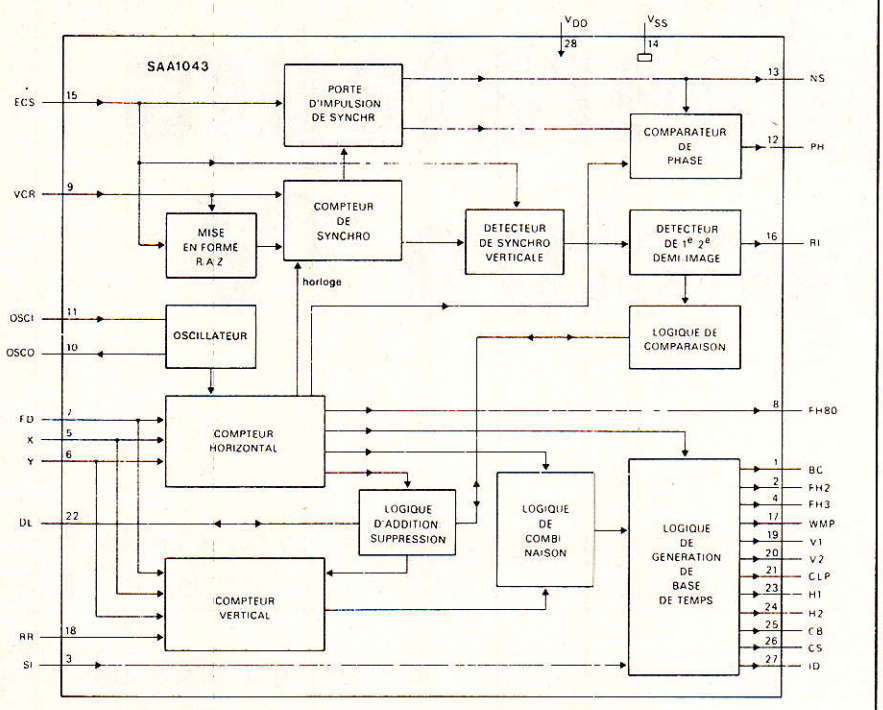

Figure 1 - Schéma-bloc du SAA 1043.
La **figure 1** fournit le synoptique du circuit. L'oscillateur interne pilote les compteurs horizontal et vertical, programmés par les entrées logiques FD, X et Y pour le choix du standard, conformément aux indications du **tableau 1**. Les signaux de sortie s'élaborent ensuite dans les logiques d'addition/suppression, de combinaison, et de génération de base de temps. Les principaux autres signaux délivrés sont les créneaux de trames V_1 et V_2 (RI), et la tension d'écart du détecteur de phase (PH).